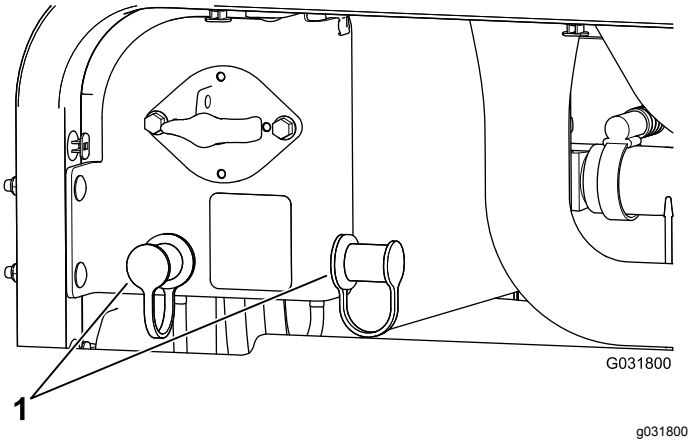

**Figur 114**
3. Fjern dækslerne fra startpolerne (Figur 114).